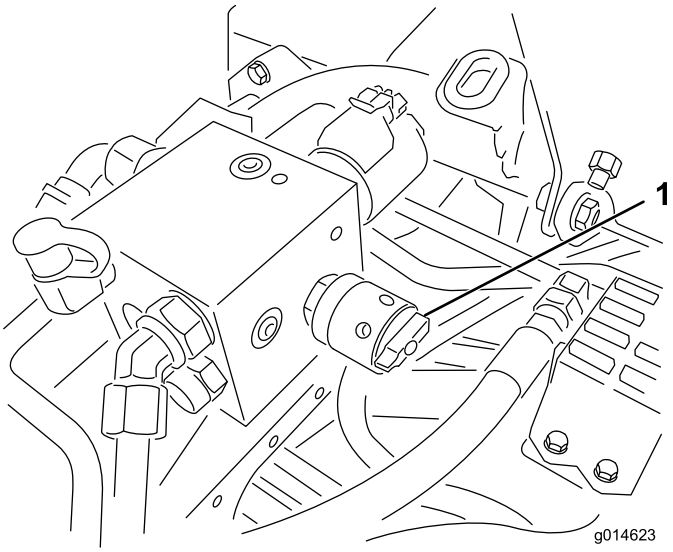

**Figur 54**
6. Drej hastighedsregulatoren til knivcylindre til indstillingen 1 (Figur 54).